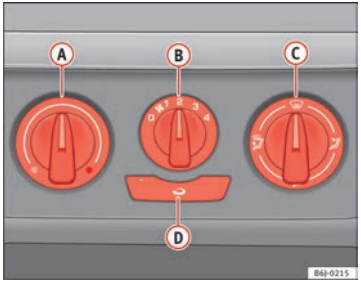

Fig. 99 Heating controls on the dash panel
– Turn the temperature selector (A) ⇒ fig. 99 anti-clockwise.
– Turn blower switch (B) to any of the head settings 1 -4.
– Set the airflow to the desired direction using air distribution control (C).
– Turn the temperature selector (A) ⇒ fig. 99 clockwise to select the desired temperature.
– Turn the temperature selector (A) ⇒ fig. 99 clockwise to reach the maximum temperature.
– Turn the blower switch (B) to setting 4.
– Close outlet (3).
– Open and turn outlet (4) towards side windows
– Turn the temperature selector (A) ⇒ fig. 99 to the heating area.
– Turn blower switch (B) to any of the head settings 2 -3.
– Close outlets (3)
– Open and turn outlets (4) towards side windows